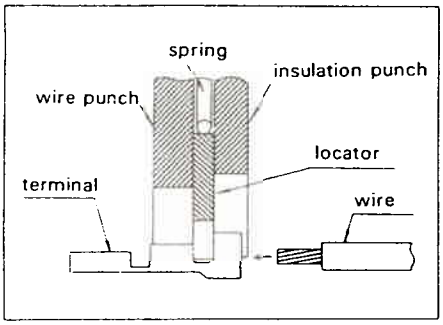

Fig. 3
(3) If the tool is the locator-equipped type, place the terminal as shown in Fig. 3, so that the locator comes between the wire barrel and the insulation barrel.